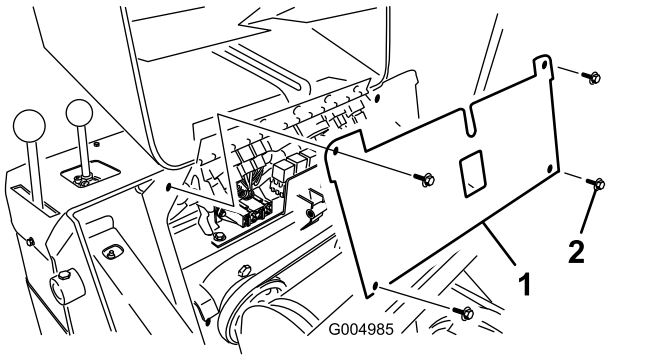

Figura 42
5. Retire los 4 tornillos que sujetan el panel de fusibles, luego tire del panel hacia fuera y hacia arriba para retirarlo (Figura 42).